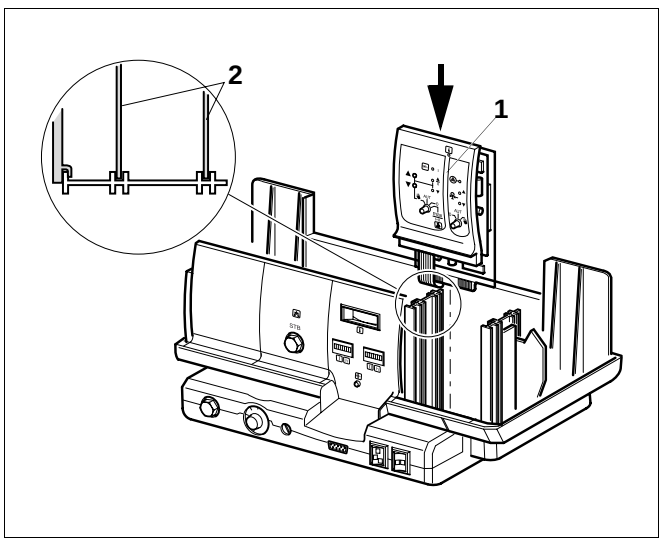

Abb. 3 Einsetzen des Moduls
- Führen Sie das Kesselbetriebsmodul (Abb. 3, **Pos. 1**) mit den Leiterplatten (Abb. 3, **Pos. 2**) von oben in die Führungsschienen ein und stecken Sie es in den Einsteckplatz (Abb. 3).